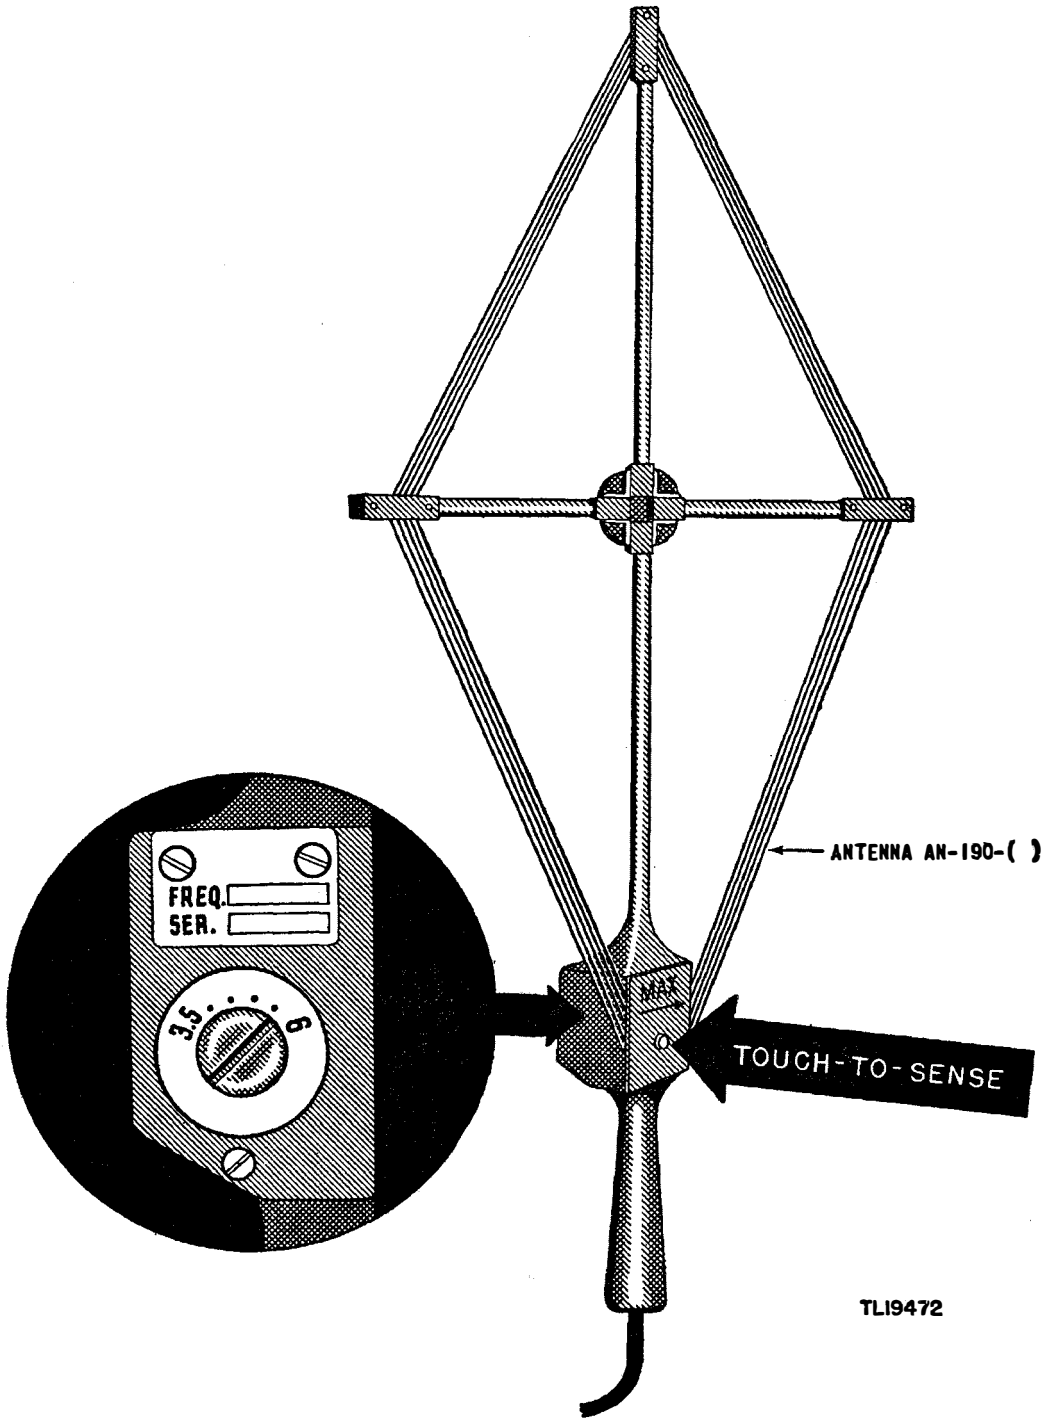

Figure 37. Loop antenna, showing the location of the sense button, indicating arrows, tuning control serial number, and frequency record card.
a. Antenna AN–190–( ). The loop (fig. 37) consists of five turns of insulated wire mounted on four radial struts hinged at the center. The handle of the loop is an extension of the bottom strut, and contains a trimmer capacitor for tuning the loop and a sense button mounted on the panel front directly above the handle. A card, similar to that on the radio set, carries the serial number of the radio set and the frequency to which both are tuned.